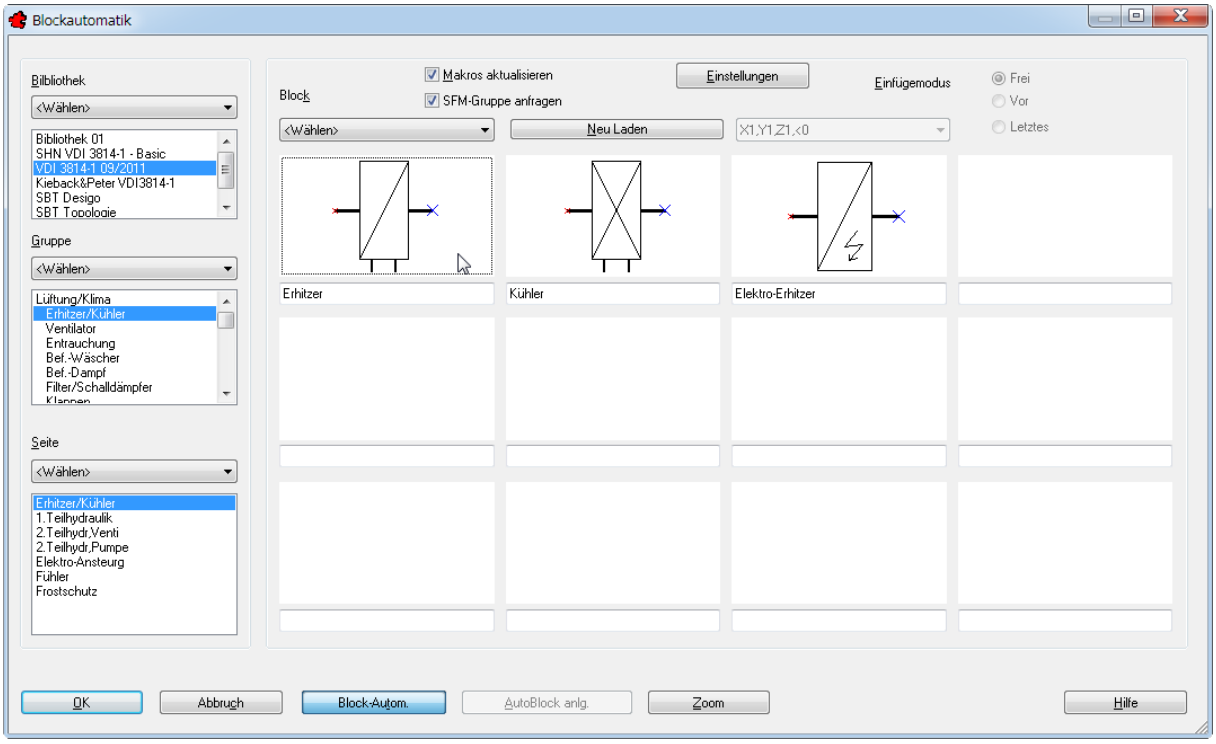

Bild 28.12 – Konfiguration des Vorerhitzers
- Wählen Sie die Gruppe *Erhitzer/Kühler*, die Seite *Erhitzer/Kühler* und dort den ersten Block, *Erhitzer*, den Sie mit einem Doppelklick konfigurieren, da es sich hier ebenfalls um ein Hauptgerät handelt (Abb. 28.12).